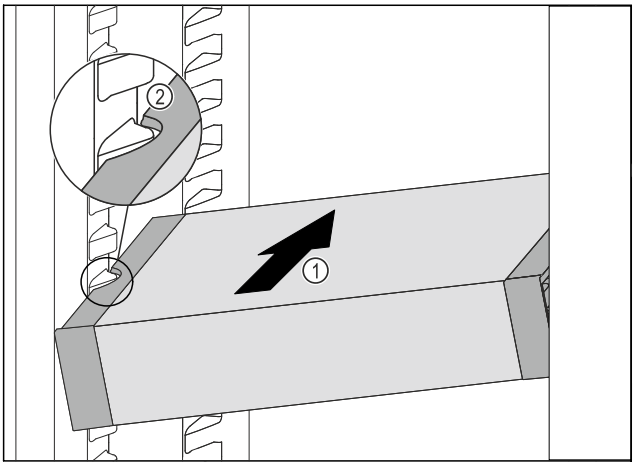

Fig. 190
▶ Insérer le VarioSafe en biais dans la partie réfrigérateur *Fig. 190 (1)* jusqu'à ce que les encoches latérales *Fig. 190 (2)* du VarioSafe se trouvent à la hauteur de la nervure du bac dans la partie réfrigérateur.